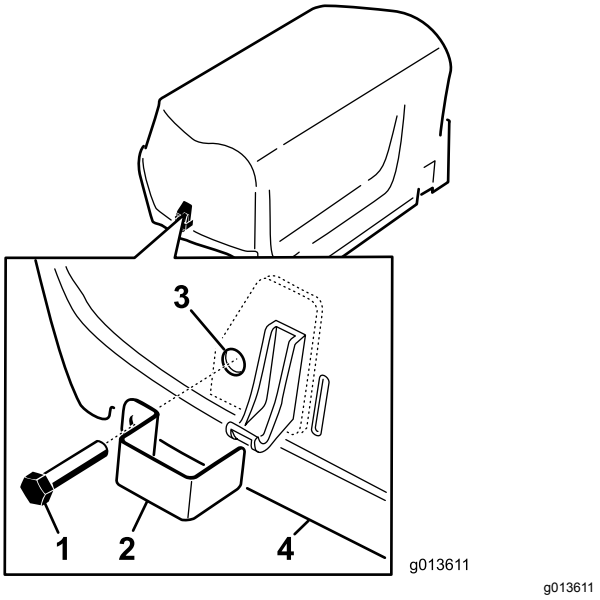

**Figur 7**
1. Montera ett spärrlås över de vänstra och högra huvspärrarna med hjälp av en skallskruv (totalt två) (Figur 7).
2. Skruva på en invändig låsbricka på varje skruv (1–2 gängor) med hjälp av en tång eller skiftnyckel så att skruvarna säkras (Figur 7).